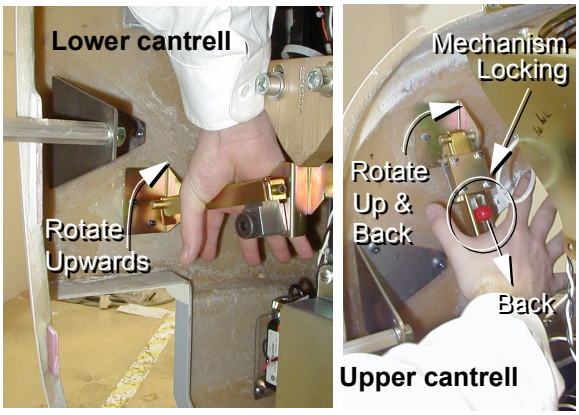

Figure 8-63 Releasing cover brackets
1.) Using steady but firm pressure, lift each of the lower cantrell brackets from their associated retainers. See Figure 8-63.